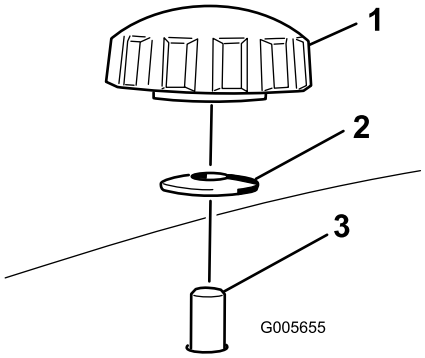
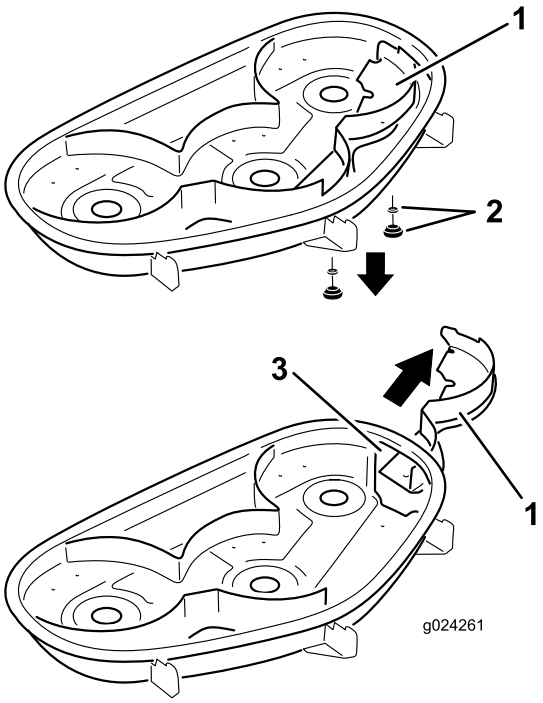

Figur 29
Figur 30
4. Ta bort de två vreden och de böjda brickorna som fäster den högra skärmen på klipparen (Figur 29).
5. Ta bort höger skärm och sänk ned gräsriktaren över utkastaröppningen, så som det visas i Figur 29 och Figur 30.
5. För höger skärm under klippardäcket och fäst den med två vred och böjda brickor (böjda sidan mot klipparen) i enlighet med Figur 29 och Figur 30.